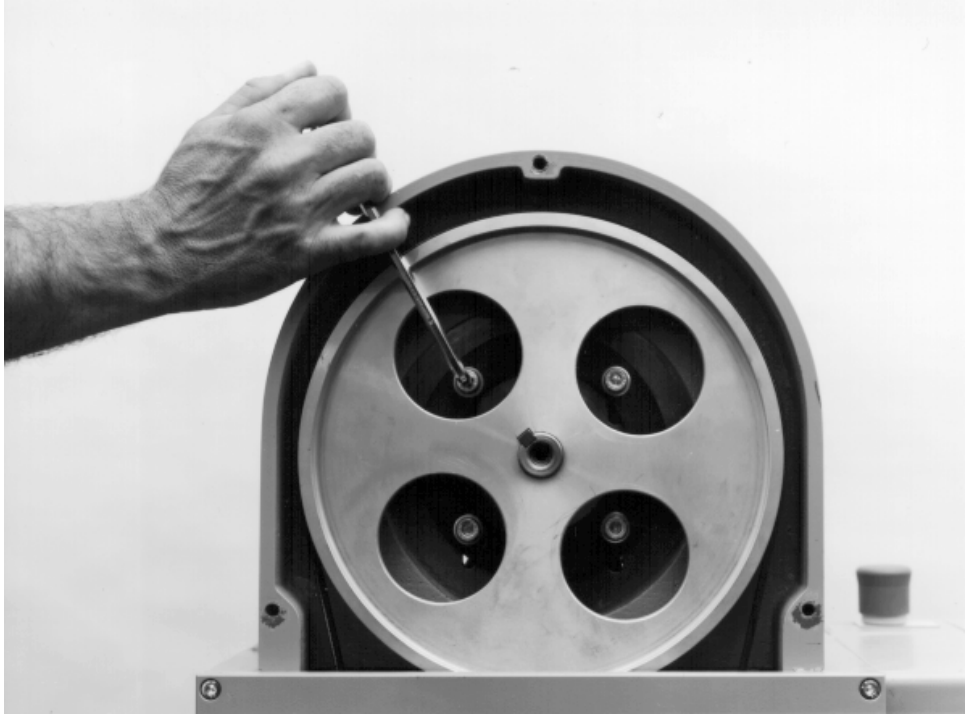

Fig. 5.12 Setting the belt tension, loosening the engine mount
- Loosen the clamping screws M8 x 25 DIN 912 (ref. to Fig. 5.12).